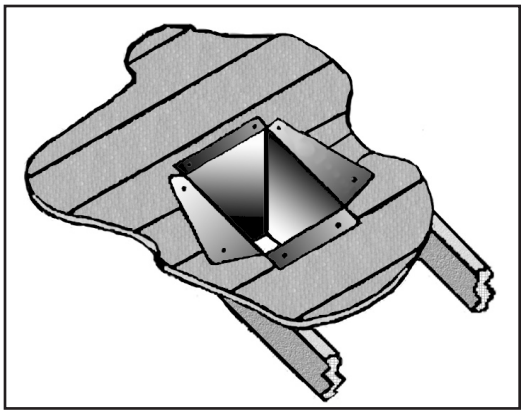

Figure 39: Cathedral Ceiling Support Box Installation.
5. Using tin snips, cut the "Support Box" from the top corners down to the roof line, and fold the resulting flaps over the roof sheathing (Figure 39). Before nailing it in to the roof, run a bead of non-hardening mastic around the top edges of the "Support Box", to make a seal between the box and the roof. Clean out any combustible material from the inside of the "Support Box".